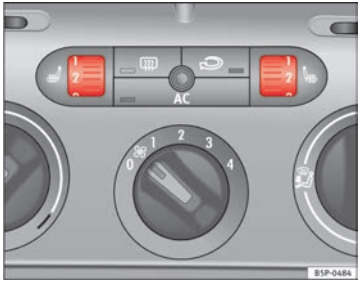

Abb. 93 Rändelräder für die Sitzheizung der Vordersitze
– Drehen Sie das jeweilige Rändelrad ⇒ Abb. 93, um die Sitzheizung einzuschalten. In Grundstellung **0** ist die Sitzheizung ausgeschaltet.